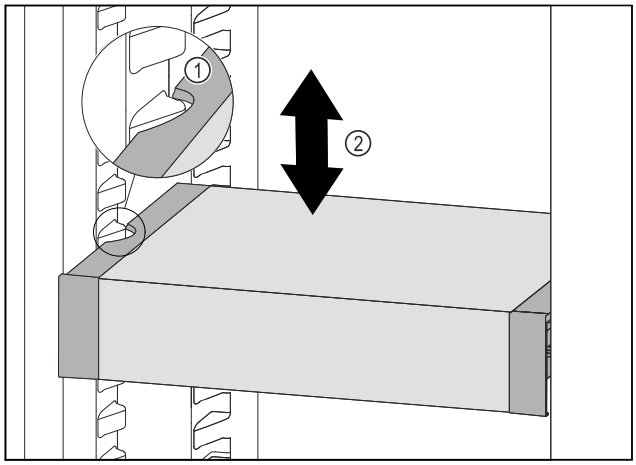

Fig. 100
▶ Trageți în față VarioSafe, până când degajările laterale ale VarioSafe se află la înălțimea nervurii recipientului din frigider. *Fig. 100 (1)*
▶ Mișcați în sus sau în jos VarioSafe în frigider, până când este atinsă înălțimea dorită. *Fig. 100 (2)*